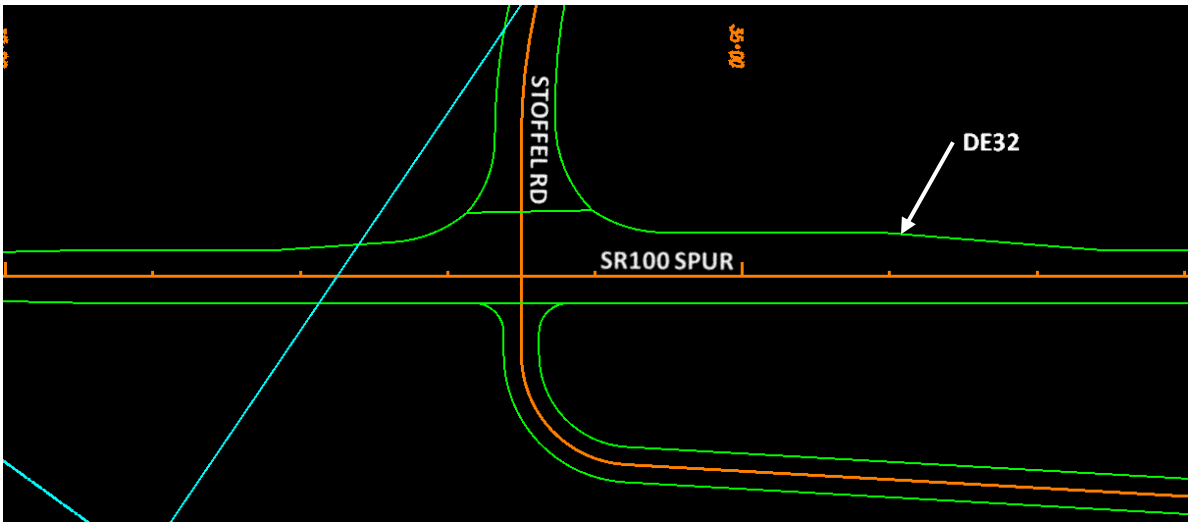
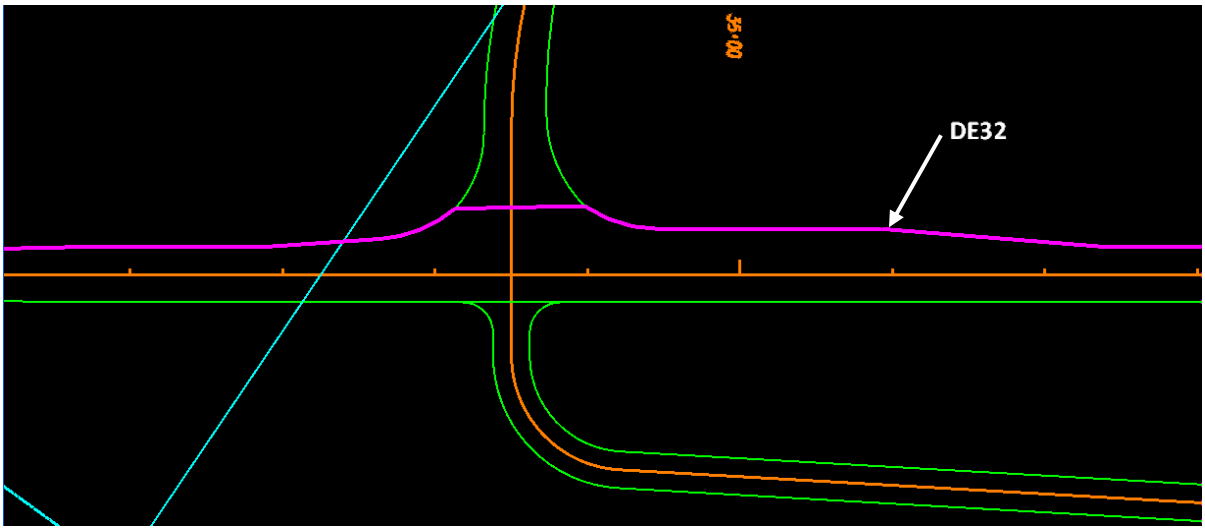

Figure L8-33 MicroStation View
Figure L8-34 MicroStation View
52.	**Select Horizontal Alignment DE32 which represents the Edge of Travel Lane as the Horizontal Alignment for Point LANE1 to follow.** • In the **Point Controls** dialog, click the **Locate** button ( ) next to the **Horizontal Alignment:** field. Both the **Point Controls** dialog and the **Roadway Designer** Window disappear making the MicroStation Window active for selecting an Alignment. • In MicroStation, Left click on the Horizontal Alignment, **DE32**, identified in *Figure L8-33*. It will turn Purple as shown in *Figure L8-34*. • In the lower left corner of MicroStation you are prompted to > Accept/Reject. Left click on a blank part of the MicroStation Window to accept. The **Point Controls** dialog re-opens with **DE32** listed in the **Horizontal Alignment:** field.